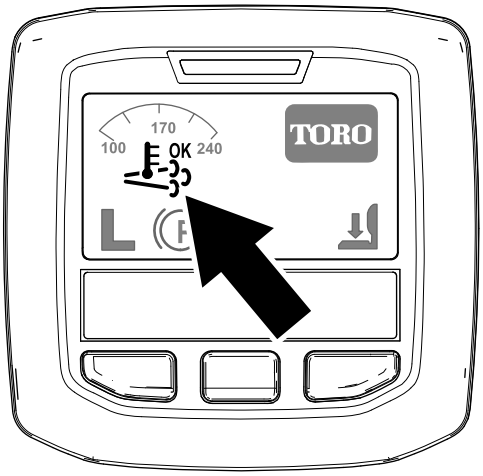

**Figur 24**
- Ikonet for assister/nulstil-regenerering vises i infocenteret (Figur 24).